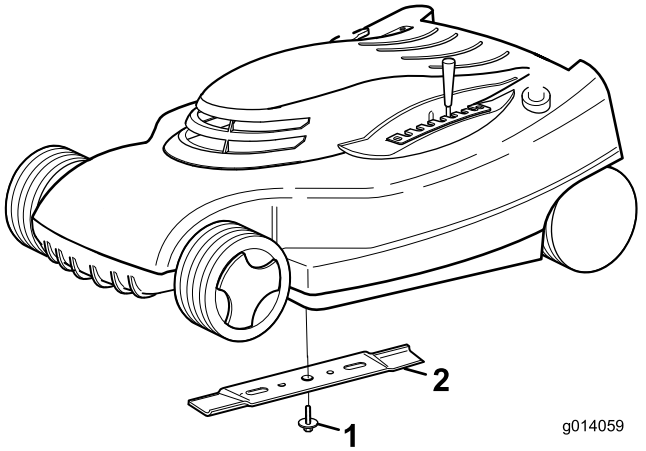

Рисунок 19
1. Возьмитесь за конец ножа (Рисунок 19) рукой в перчатке на толстой подкладке или через слой ветоши.